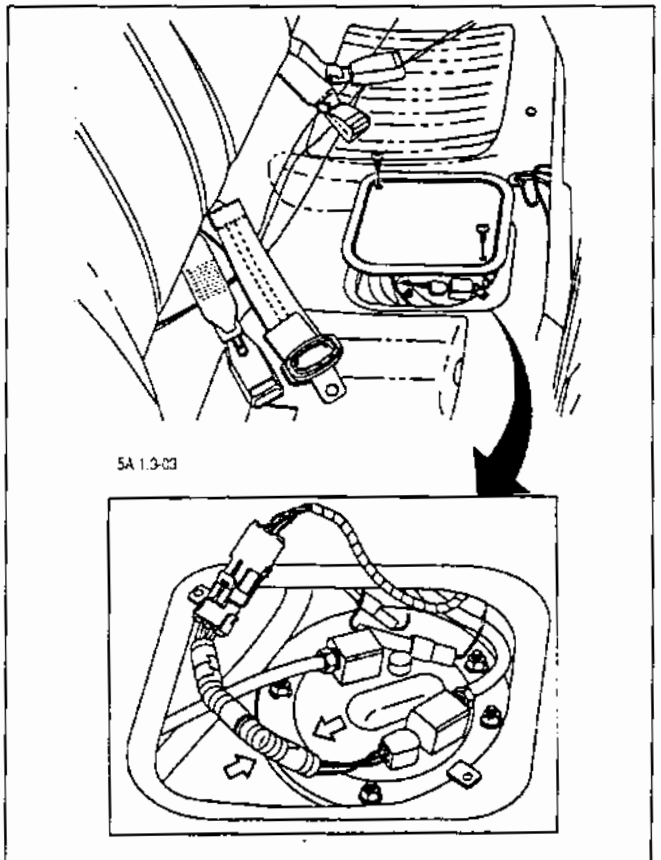

Fig. 1.3-03. Emplacement du module de la pompe à essence électrique
2. Débrancher le connecteur de la pompe à essence (fig. 1.3-03).
2. Enlever le couvercle d'accès de la pompe à essence (fig. 1.3-03) et débrancher son connecteur.